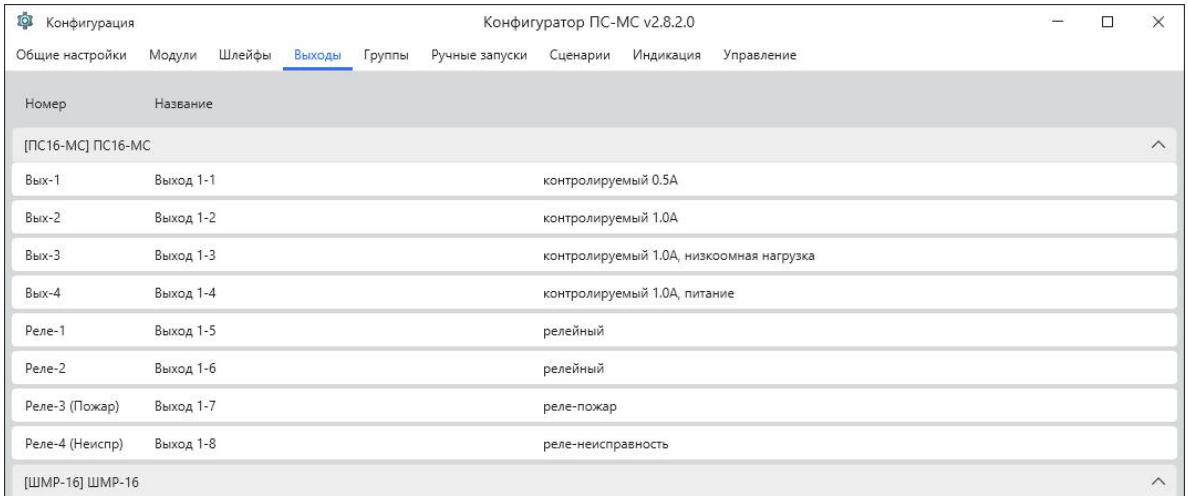

Рис. 8 - Вкладка «Выходы»
1) Двойным нажатием левой кнопки мыши кликнуть по необходимому выходу (см. рисунок 8);